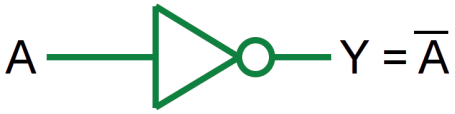

Figura 3.26 – Porta INVERSORA.
2. Simbolicamente, essa situação é denotada com um pequeno círculo nas entradas ou saídas conforme a figura 3.26.